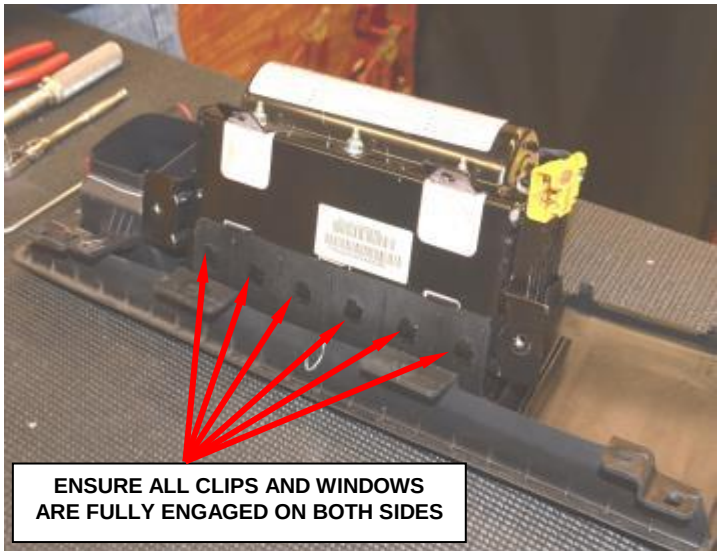

Figure 50 – Airbag Cover and Airbag Module
q. Install the airbag cover to the airbag module ensuring all clips are fully engaged in the windows on both sides (Figure 50).